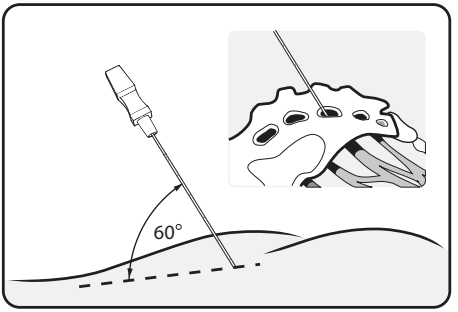

Figure 5. Insérer l'aiguille pour infiltration foraminale à un angle de 60 degrés
2. Placer l'aiguille pour infiltration foraminale dans le foramen à un angle d'environ 60 degrés par rapport à la surface osseuse. Le nerf sacré se trouve le long de la face médiane supérieure du foramen. (**Figure 5**)